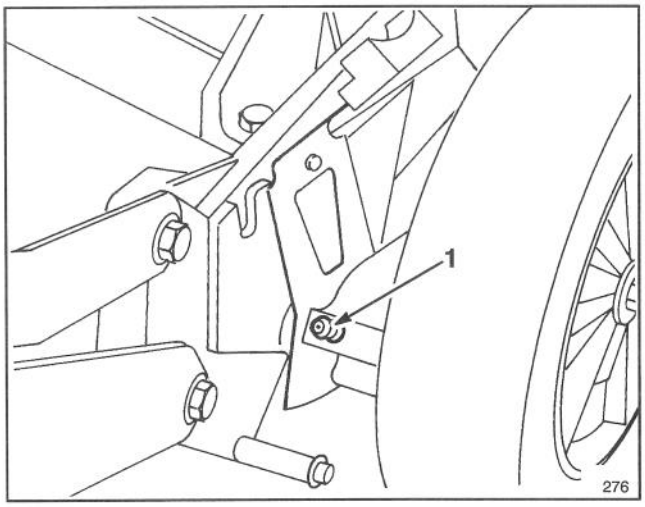

Figure 27
2. Move rear wheel height–of–cut levers to "C" setting. Wipe grease fittings with clean rag (Fig. 27). Install grease gun onto fitting and gently apply 2 or 3 pumps of #2 Multi–Purpose Lithium Base Grease. Excess pressure may damage seals.